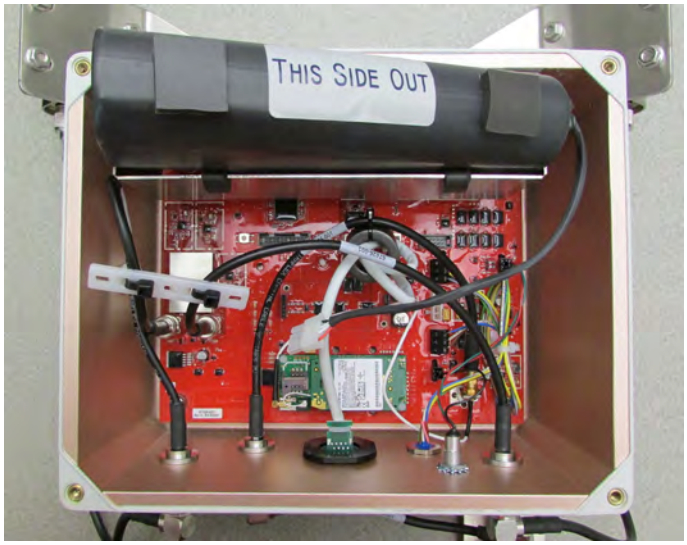

Figure 44: Battery removal
3. Grasp and pull to remove the battery from the unit (*Figure 44*) and safely discard the battery (see "Battery Disposal" on page 33).